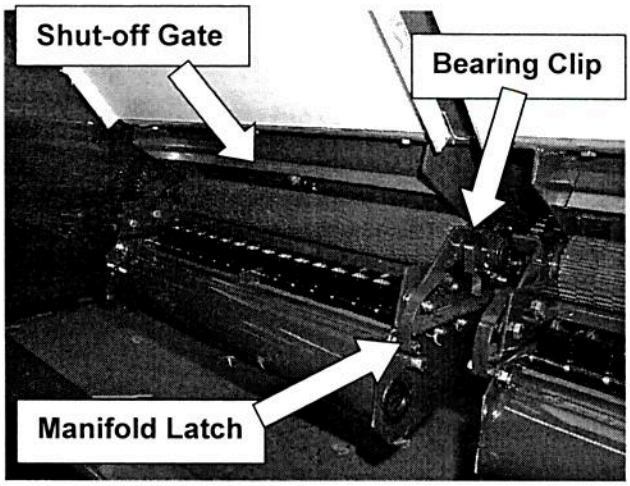

Figure 4-3: Metering Roller
Shut-Off Gate & Metering Rollers (Figure 4-3)
2. Pull on the manifold latches shown in Figure 4-3 to lower the manifold.